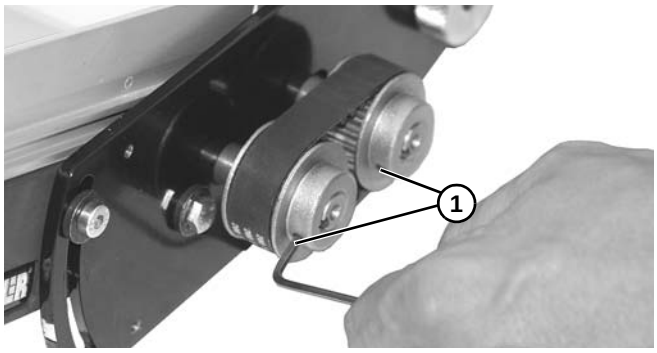

Abbildung 80
7. Sicherstellen, dass beide Riemenscheiben bündig mit der Welle sind und die Stellschrauben **(Abbildung 80, Teil 1)** auf Riemenscheiben festziehen.